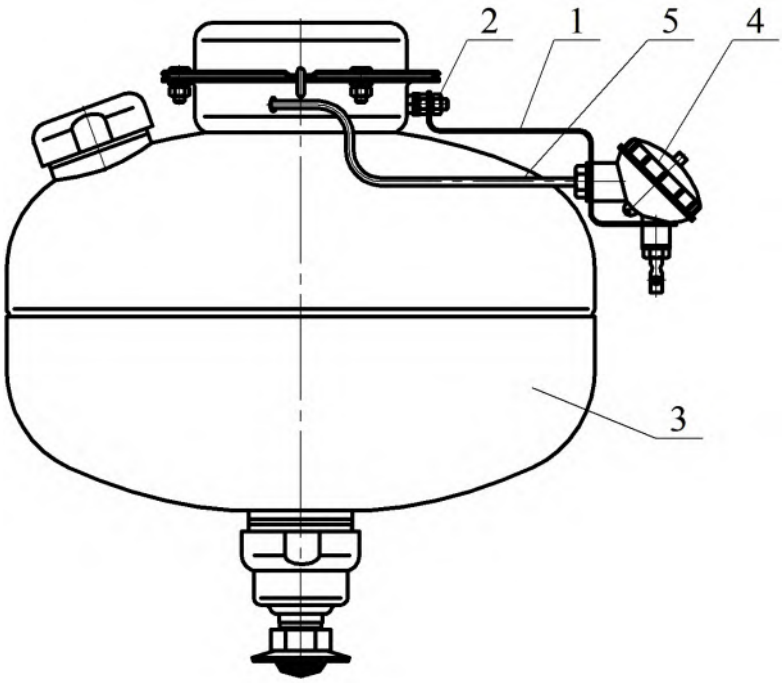
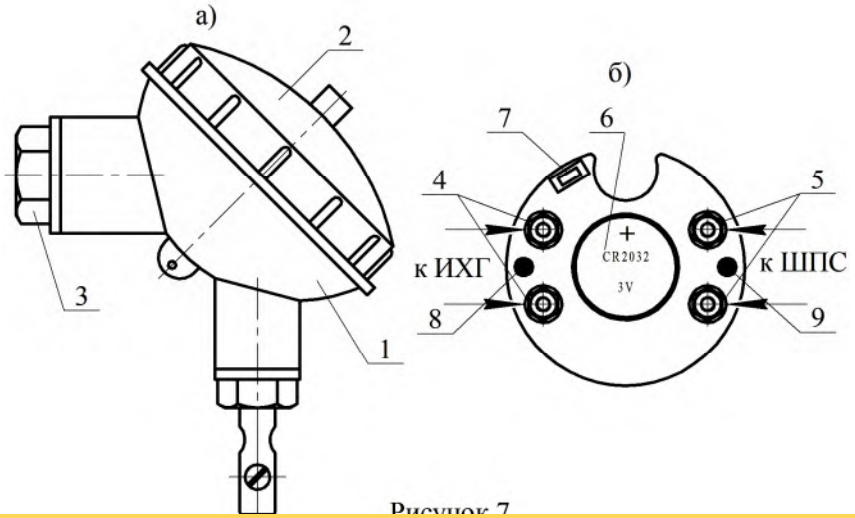

Рисунок 5
Рисунок 7
На кронштейне **1**, закрепленном гайкой **2** на фланце МУПТВ **3** (см. рисунок 5), установлен электронный узел запуска **4**. Вывода элемента электропускового **5** ИХГ, вставленные в трубку, через гермоввод соединены с электронным узлом запуска **4**.
6.8.2 Гайкой **2** (см. рисунок 5) закрепить на корпусе МУПТВ кронштейн **1**.
6.8.3 С корпуса **1** электронного узла запуска (см. рисунок 7) открутить крышку **2** и винт **3**. Через отверстия винта **3** (см. рисунок 7) и кронштейна **1** (см. рисунок 5) в гермоввод электронного узла запуска ввести провода элемента электропускового ИХГ и при необходимости ШПС. Винтом **3** (см. рисунок 5) закрепить на кронштейне электронный узел запуска.